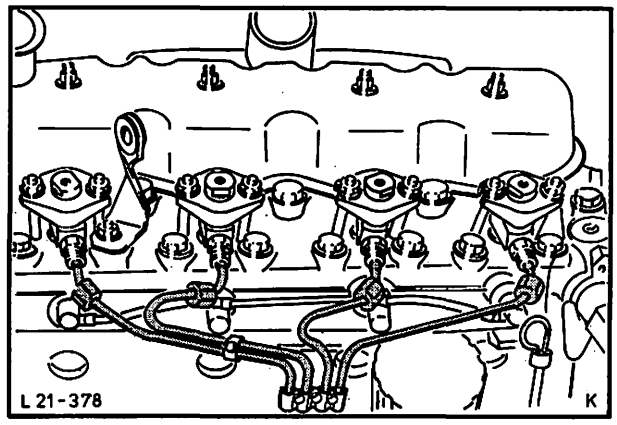

Abb. 4 Kraftstoffeinspritzleitungen
3. Kraftstoffeinspritzleitungen mit einem handelsüblichen, offenen Ringschlüssel (Schlüsselweite 17 mm), abschrauben und Leckölleitung von den Düsenhaltern abbauen, Abb. 4.